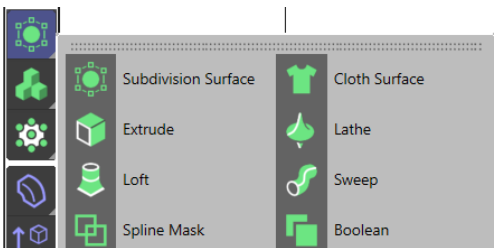

Figure 2-16 *Choosing* ***Boolean*** *from the flyout*
9. Press and hold the left mouse button on the **Subdivision Surface** tool in the Command Palette; a flyout is displayed. Next, choose **Boolean** from the flyout, as shown in Figure 2-16; *Boolean* is added to the Object Manager.